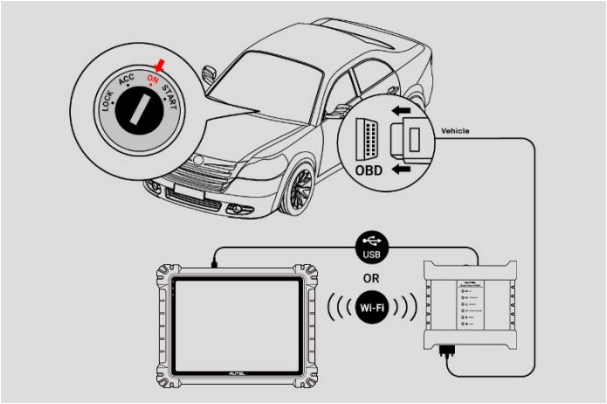

Figur 9-107 *Kopplingsschema*
1. Se *Figur 9-107 Kopplingsschema* för att slutföra anslutningen. Sätt tändningsnyckeln i påslaget läge.